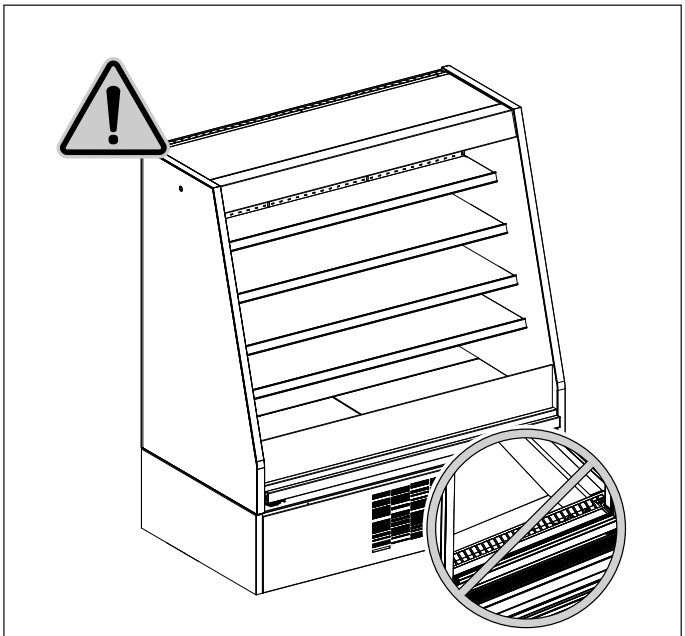

Abb. 10
- Die Waren nicht die Zirkulation der Kaltluft beeinträchtigen ("Abb. 10")